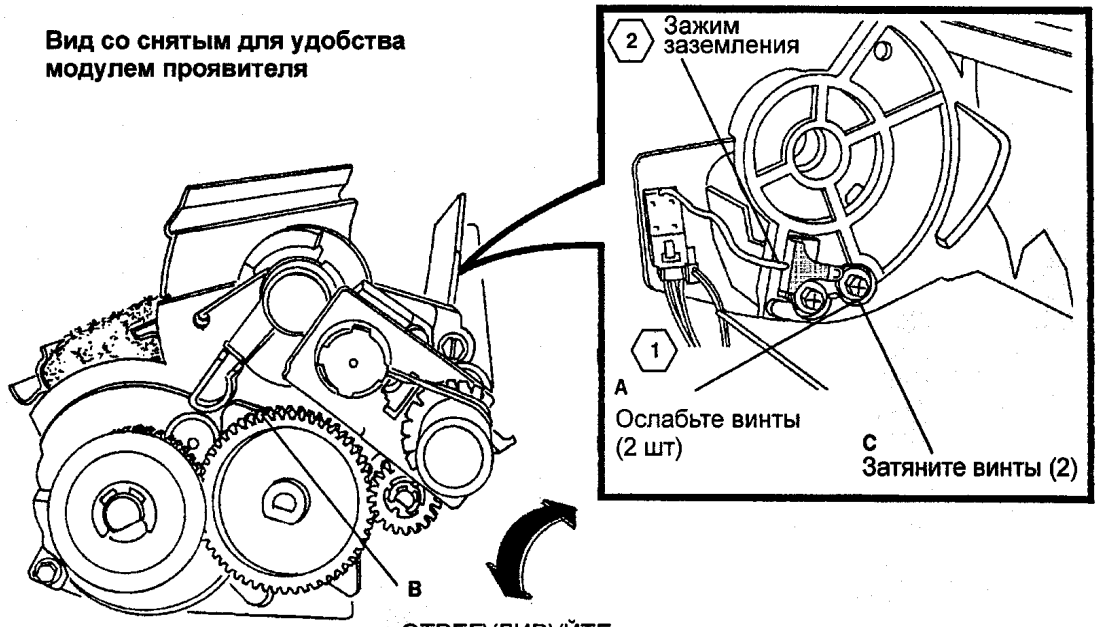

Рис. 1 Регулировка соленоида подачи тонера
8. (РИС. 1): ОТРЕГУЛИРУЙТЕ СОЛЕНОИД ПОДАЧИ ТОНЕРА.